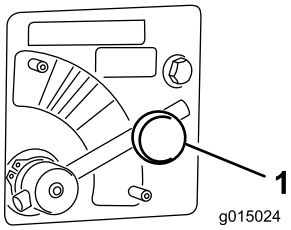

Rysunek 44
1. Odkręć pokrętło mocujące dźwignię zaworu rozrzutnika (Rysunek 44).
2. Obróć dźwignię zaworu rozrzutnika (Rysunek 44) w położenie żądanego koloru (żółtego w tym przykładzie).
1. Przesuń dźwignię zaworu rozrzutnika do części **niebieskiej** (PRĘDKOŚĆ MAKS.) (Rysunek 44). Dźwignia całkowicie obrócona w prawo powinna znajdować się w poziomie.